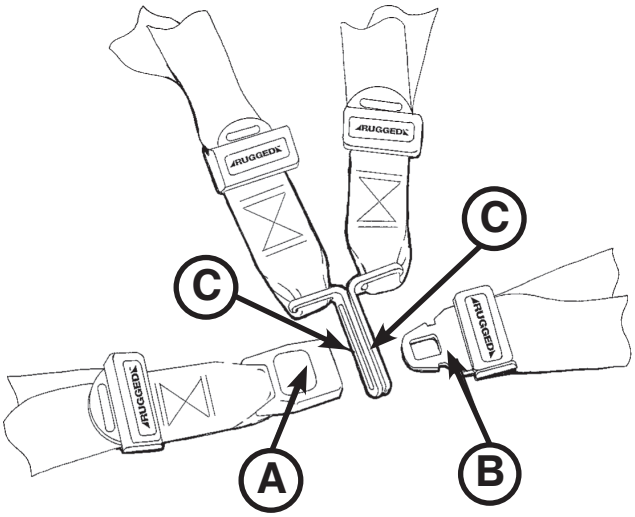

rys. 46
- **Aby rozpiąć pasy unieruchamiające**, należy nacisnąć czerwony przycisk (A) na przedniej części gniazda sprzączki. Spowoduje to uwolnienie płytki zamka sprzączki (B), którą będzie można wyciągnąć z gniazda (rys. 46).